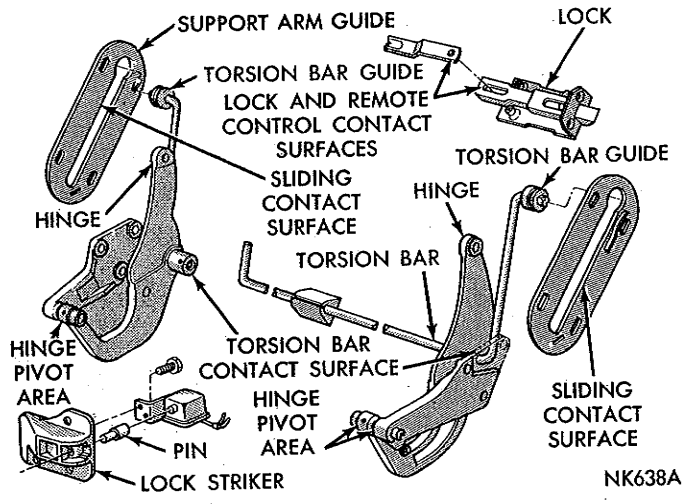

***Fig. 73—Tail Gate Torsion Bar and Check Arm Guide Plate Lubrication Points (Fury Models)***
(1) Apply engine oil, sparingly, to hinge pivot areas (Fig. 73).